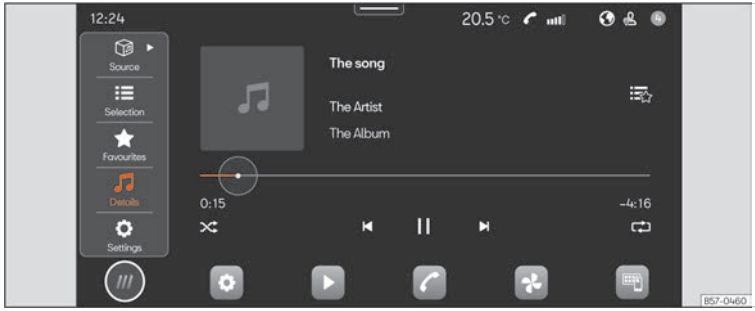

Fig. 163 Schematic representation: Media view
- Press **HOME** > ▶ ››› Fig. 163.